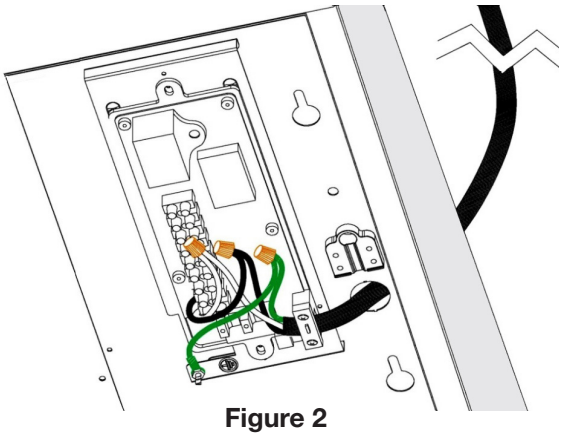

Figure 2
- Desserrer deux vis du boîtier électronique. Raccorder le câble au câblage de la hotte à l'aide des connecteurs fournis. Brancher le NOIR au NOIR, le BLANC au BLANC, puis le VERT ou le FIL NU à la vis VERTE de mise à la terre. NE PAS OUBLIER DE RACCORDER LE FIL DE MISE À LA TERRE. (Figure 2)